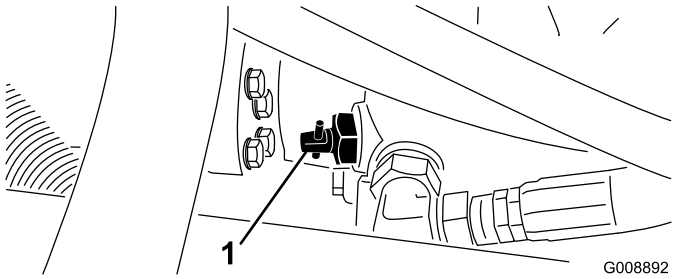

Figur 45
1. Lokalisera överströmningsventilen på pumpen (Figur 45) och vrid den 90°.